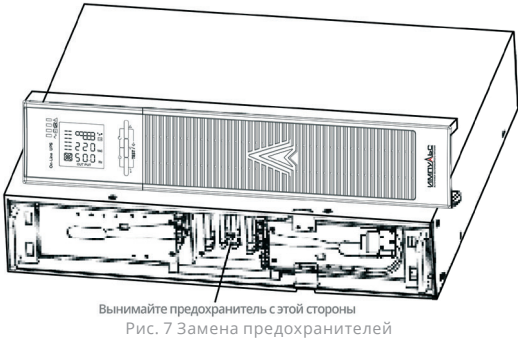

Рис. 7 Замена предохранителей
5. При необходимости замените перегоревшие предохранители со стороны лицевой панели (см. рисунок 7).